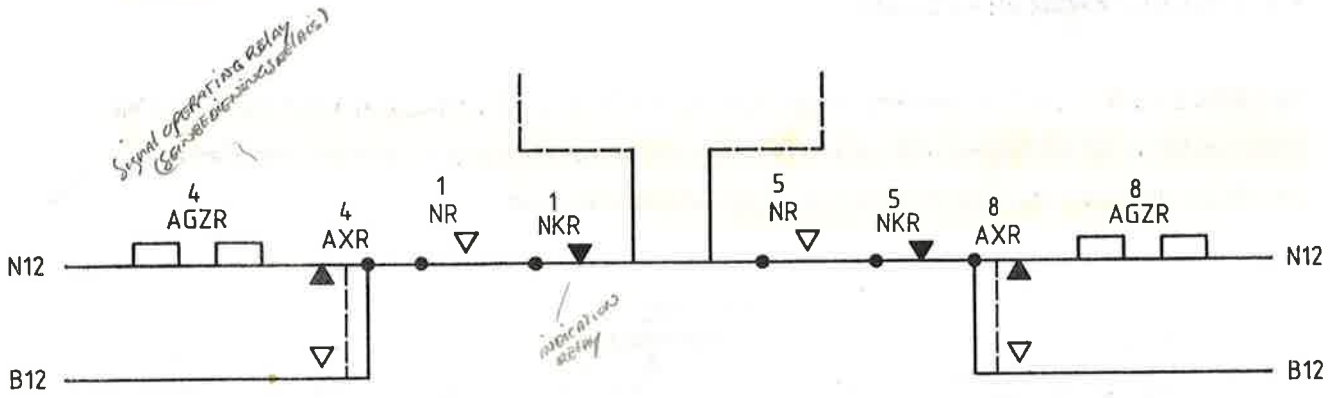

afb. 58
4.2.7 Het 2e voltooiingscircuit (afb. 58)